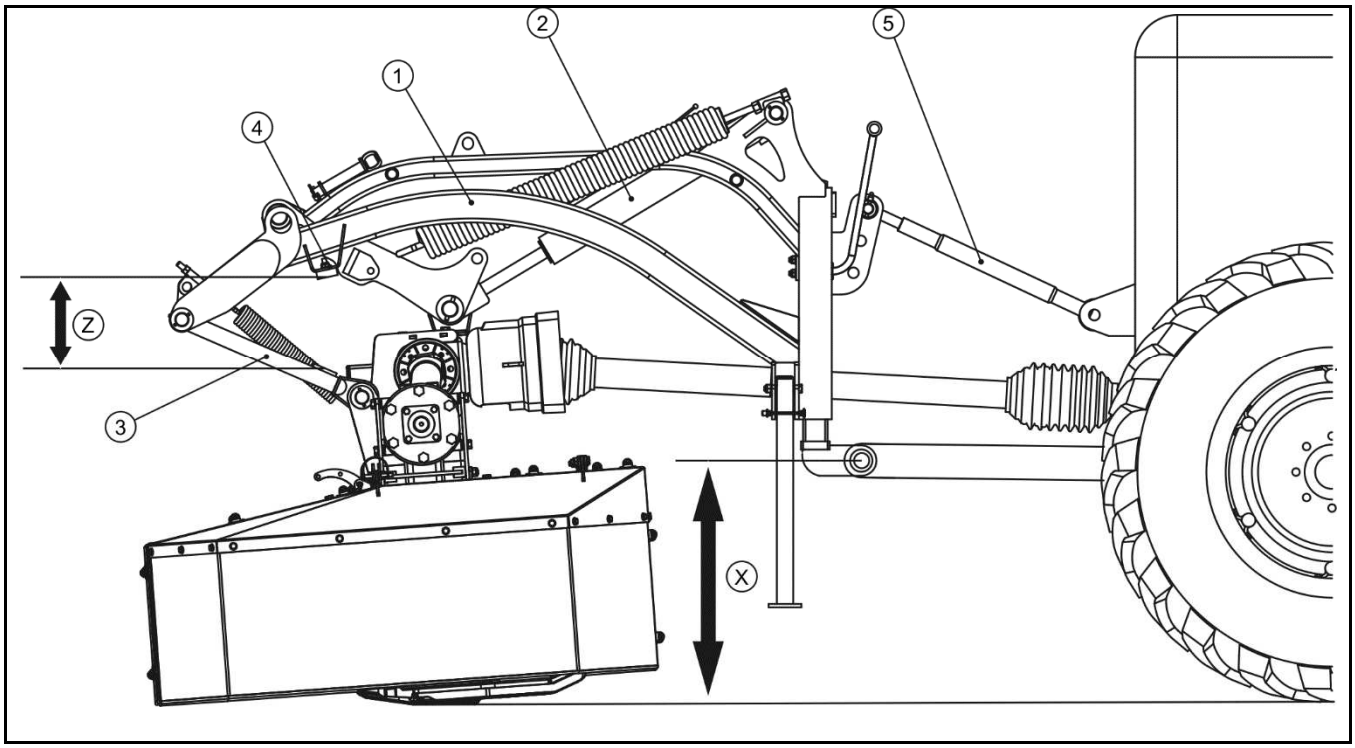

РИСУНОК 4.5 **Базовое положение косилки**
*(1) рама навески, (2) гидроцилиндр, (3) тягово-сцепное устройство, (4) резиновый отбойник (5) верхнее сцепное устройство, (Z), (X) рекомендованные расстояния для базового положения.*
Режущий аппарат косилки может перемещаться вверх и вниз относительно рамы навески. Такое решение позволяет режущему аппарату передвигаться над поверхностью почвы, точно копируя неровности поля, в то время как рама навески (1) движется в соответствии с движением трактора. Для того, чтобы косилка работала в оптимальном режиме, ее необходимо установить в базовое положение (РИСУНОК 4.5), рекомендованное производителем. Для этого нужно:
- установить нижние тяги трехточечной навесной системы трактора на высоте (X) ок. 700 мм (отрегулировать длину ограничивающих цепей),
- отрегулировать высоту кошения путем увеличения или уменьшения длины верхней тяги (5),
- проверить расстояние (Z) между резиновым отбойником (4) и закрепленным на тяге (3) упором, которое должно составлять 200 - 250 мм. Такое расстояние необходимо для того, чтобы косилка могла во время работы точно копировать рельеф почвы.